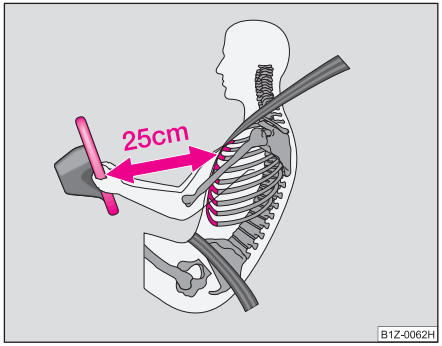

Fig. 112 Distanța sigură față de volan
- **Atât pentru conducător cât şi pentru pasagerul dreapta este important să păstreze o distanță de cca. 25 cm față de volan, respectiv de tabloul de bord ⇒ fig. 112. Dacă nu se respectă această distanță, sistemul airbag nu îşi poate exercita eficiența maximă – Pericol! Pe lângă acestea, scaunele din față şi tetierele trebuie să fie întotdeauna reglate în funcție de mărimea corpului.**